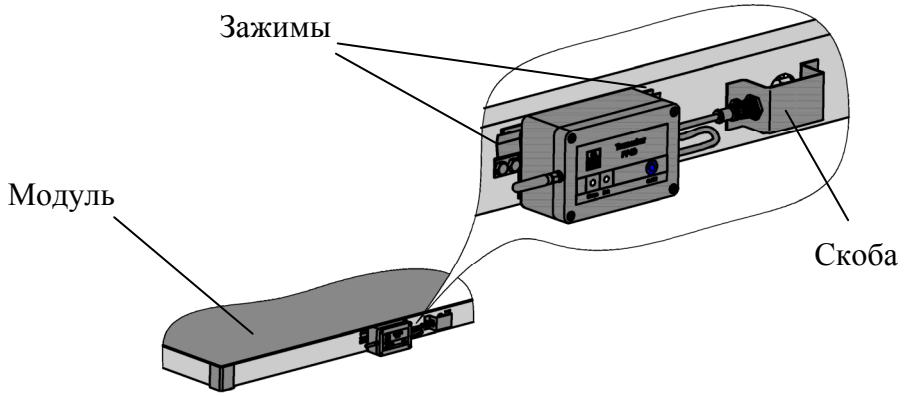

Рис. 4.3 - Установка приемопередатчика
4.1.4.2 Ввернуть антенну в корпус приемопередатчика. Установить приемопередатчик в зажимы на внешнем контуре модуля, как показано на Рис. 4.3, соединив разъем приемопередатчика с разъемом модуля.
- установить приемопередатчик в зажимы, как показано на Рис. 4.3, соединив разъем приемопередатчика с разъемом модуля.